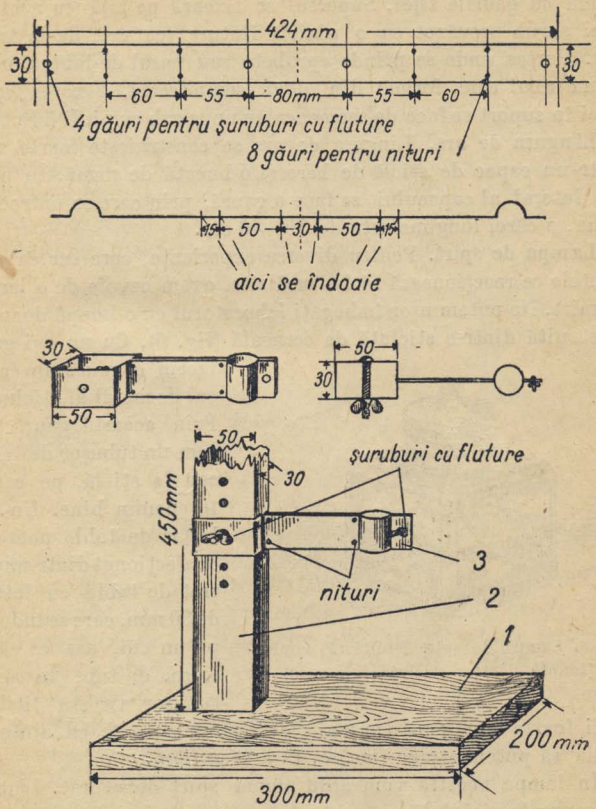

Fig. 5. Stativ de laborator confecționat de amator.
Stativ de laborator. Iată, acum, cum ne putem construi un stativ (fig. 5) foarte util laboratorului nostru. Dintr-o scîndură tăiem o bucată lungă de 300 mm și lată de 200 mm. Acesta e postamentul (1) stativului. O șipcă cu secțiunea de 30 × 50 mm și lungimea de 450 mm, va constitui tija stativului (2). Tija aceasta are o serie de găuri, toate pe aceeași linie, pentru a permite fixarea suportului (3) la diferite înălțimi. Tija se fixează de postament cu ajutorul unor cuie. Suportul (3) îl tăiem dintr-o bucată de tablă obișnuită, groasă de 1 mm. Figura 5 arată dimensiunile și locul unde trebuie executate găurile. Pentru a-l construi, trasăm întîi desenul cu dimensiunile respective pe o bucată de tablă, folosind în locul creionului un ac, astfel ca desenul să apară zgîriat pe tablă. După ce tabla a fost tăiată și găurită, facem îndoiturile arătate pe figură, iar cu patru nituri, nituim suportul. La îndoitura